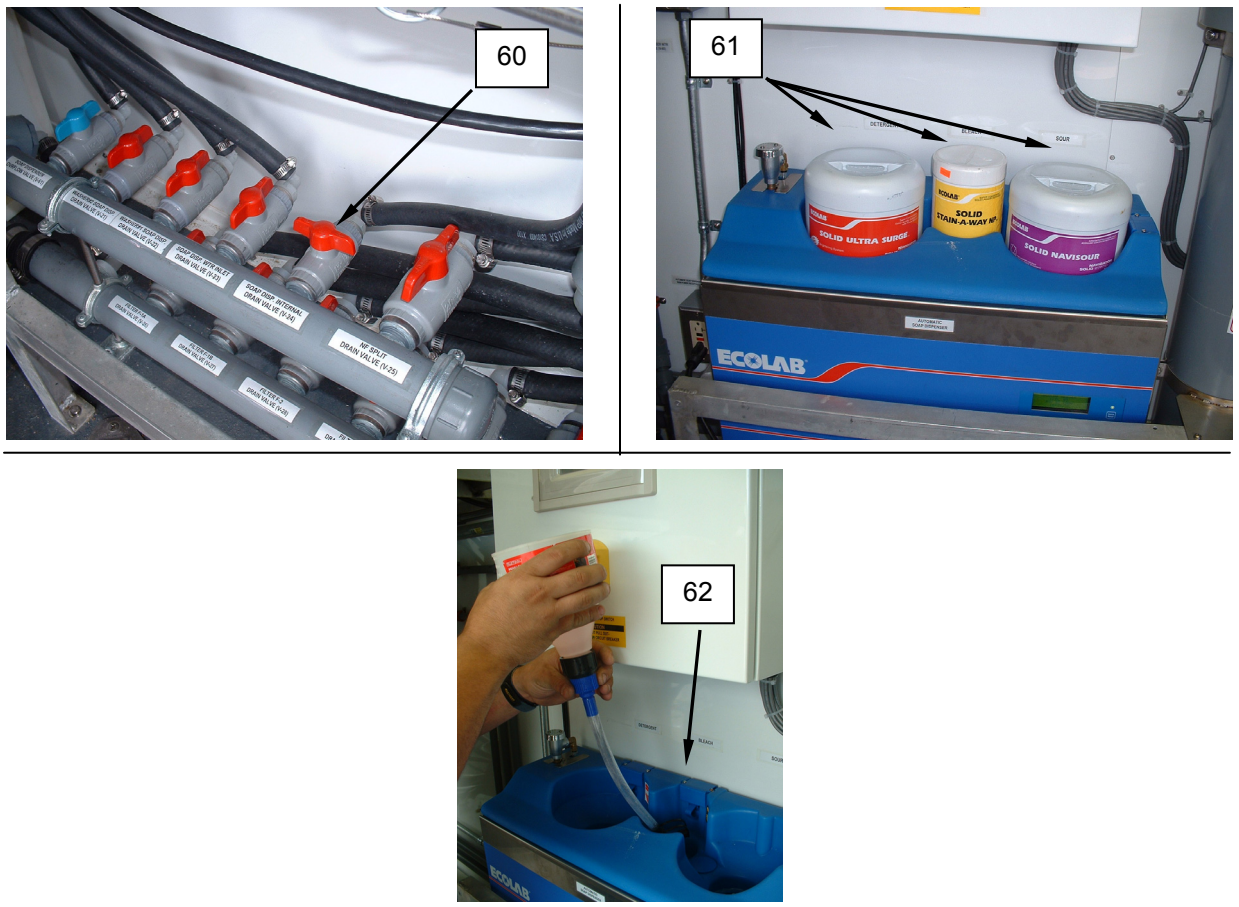

Figure 30. Add Antifreeze - Automatic Soap Dispenser.
1. Close soap dispenser internal drain valve V-24 **(Figure 30, Item 60)**.
2. Remove laundry chemical canisters **(Figure 30, Item 61)** for the Automatic Soap Dispenser and cover canisters.
3. Add 12 oz. of antifreeze to bleach drain **(Figure 30, Item 62)**.
4. Keep soap dispenser internal drain valve V-24 closed **(Figure 30, Item 60)**.